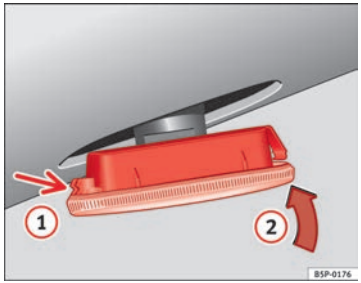

Fig. 168 Side turn signals
– First fit the turn signal in the opening in the chassis, fastening the tabs (1) ⇒ Fig. 168, and then fit in the bulb as shown by the arrow (2) ⇒ Fig. 168. ■